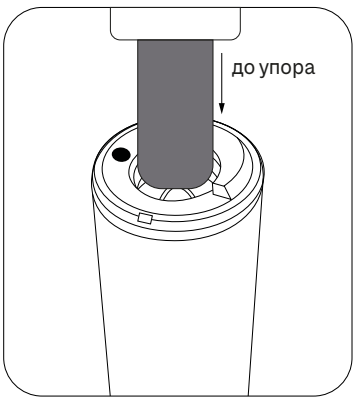

Рис.3
- Возьмите наконечник в руку головой вниз, подайте смазку сильным нажатием со стороны подключения микромотора непрерывно в течении 2 секунд (рис.3). В случае наличии грязи на салфетке - повторить.